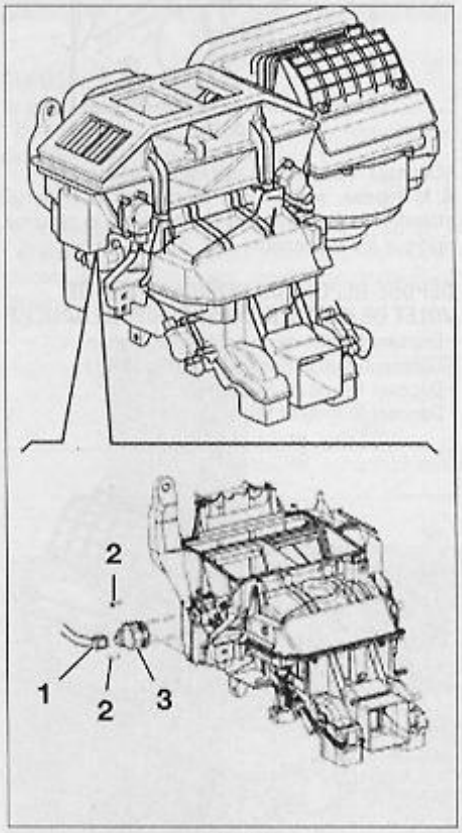

FIG. 21
- Débrancher le connecteur (1) (**Fig.21**).
- Déposer les vis de fixation (2).
- Déposer le moteur (3).